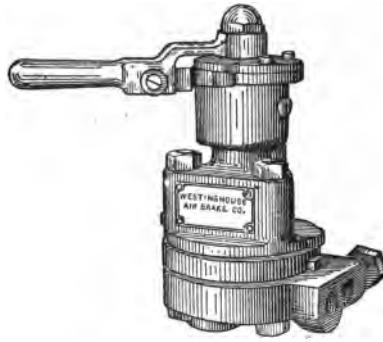
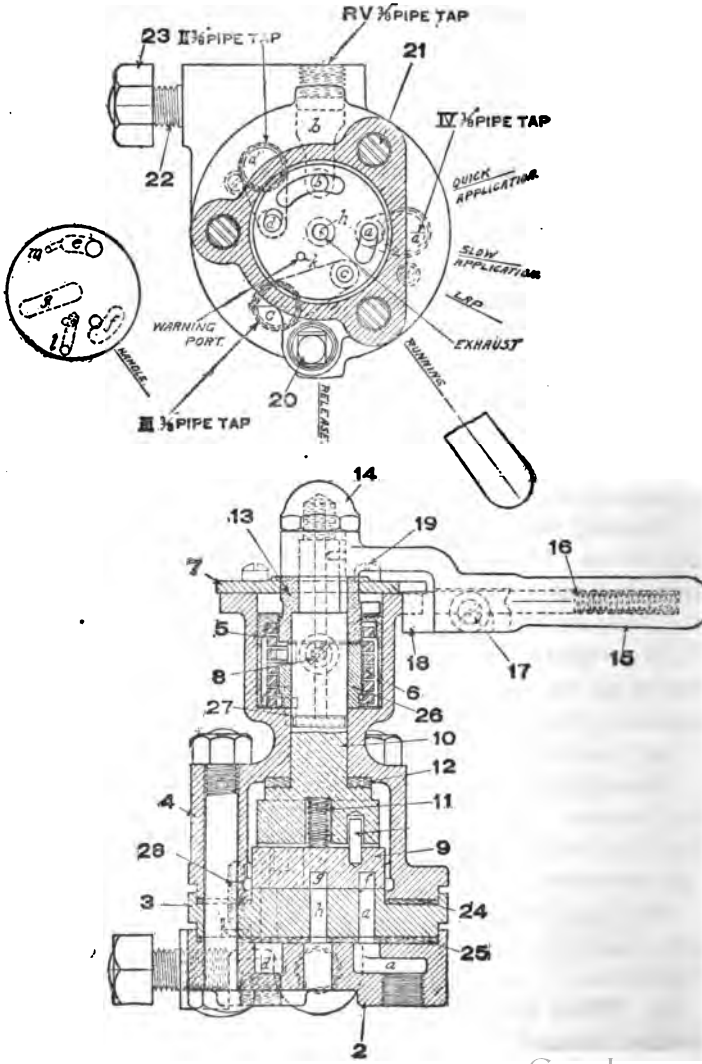

FIG. 76.—THE S-6 INDEPENDENT BRAKE VALVE.
FIG. 78.—INTERIOR VIEWS OF THE S-6 INDEPENDENT BRAKE VALVE.
Q. What is represented in Figs. 76, 77 and 78?
A. The independent brake valve, Fig. 76 being an exterior view, Fig. 77 a sectional view, showing the rotary seat with its ports and also the arrangement of the interior parts. Fig. 78 shows the different positions of the brake valve handle, a plan of the rotary valve and an interior view of all its parts.
Q. What are the names of the parts of the independent brake valve as numbered on Fig. 78?
Q. Explain the different positions of the Independent Brake Valve (Fig. 78).
A. When the handle is in release position port *d*, Fig. 78,
A. Air from the main reservoir, reduced in pressure to 45 pounds, enters the brake valve, at the supply connection, Fig. 78, passes up through port *b* in the seat to the circular cavity *e* in the face of the rotary and through the port at the right hand end of this cavity to the top of the rotary. There is always independent-brake pressure, 45 pounds, on top of the rotary with the handle of the brake valve in any of its positions. With the handle in application position, port *b* and port *d* are connected by the cavity *e* (and port *m*), and air can flow into application cylinder pipe to the application cylinder of the distributing valve to apply the brakes. With the handle in lap position communication between the various ports is cut off and air cannot flow in